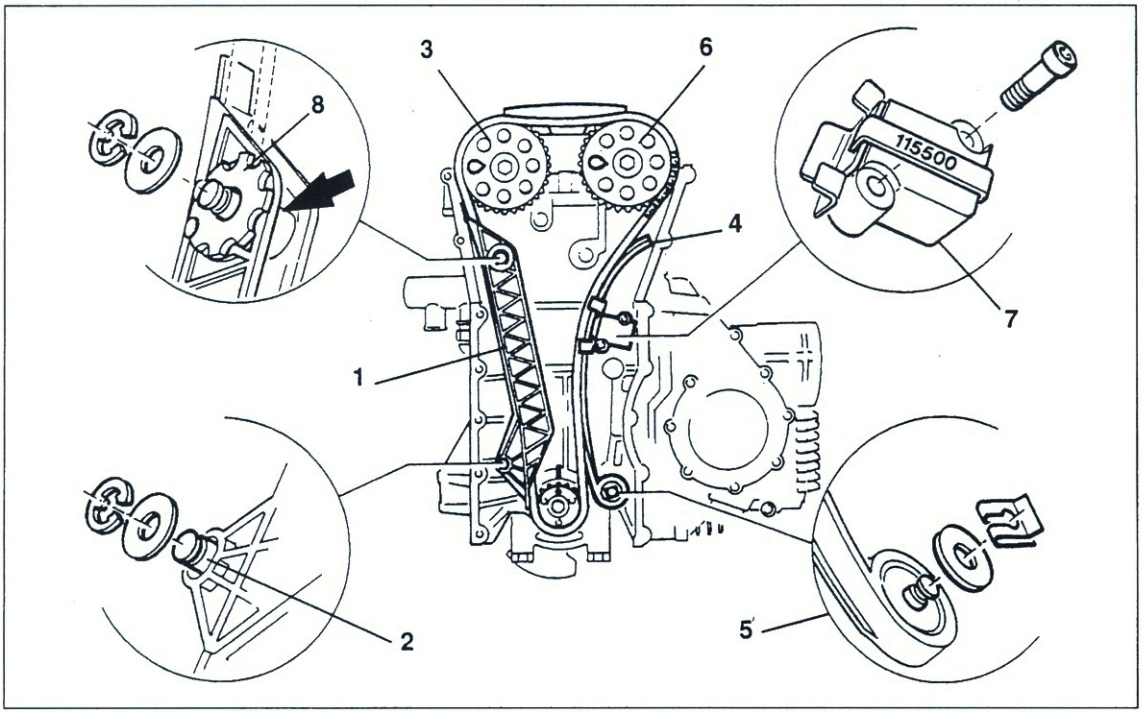

Bild 129
● Kurbelwelle so drehen, dass Kolben des ersten Zylinders im OT steht (Stift des Kurbelwellenkettenrads fluchtet mit Gehäuserippe; Bild 129). Kurbelwelle nicht mehr verdrehen!
● Steuerkette in Kettenführungsschiene ① Bild 129 einlegen und Distanzbuchse (Pfeil) eindrücken.
- Spannerschiene ④ Bild 129 auf Lagerbolzen aufdrücken und mit grosser Scheibe und Clip ⑤ sichern.
- Kontrolle: Beide Kettenrad-Markierungen weisen dabei nach oben bzw. bei aufgestelltem Motor nach rechts in Fahrtrichtung gesehen (Bild 129).
- Kettenspanner ⑦ mit BMW-Spannvorrichtung 11 5 500 oder Kabelbinder zusammengedrückt einsetzen und Befestigungsschrauben anziehen (9 Nm).
- Rasterscheibe ⑧ Bild 129 mit Exzenterbund ein kleines Stück in Distanzbuchse der Führungsschiene eindrücken.
- Motor gegen Uhrzeigersinn durchdrehen. Stellung der Steuerkettenräder untereinander und zum Ritzel der Kurbelwelle kontrollieren (Bild 129).